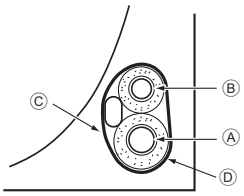

Afb. 4-5
4.5.1. Plaatsing in de leidingruimte van het apparaat (Afb. 4-5)